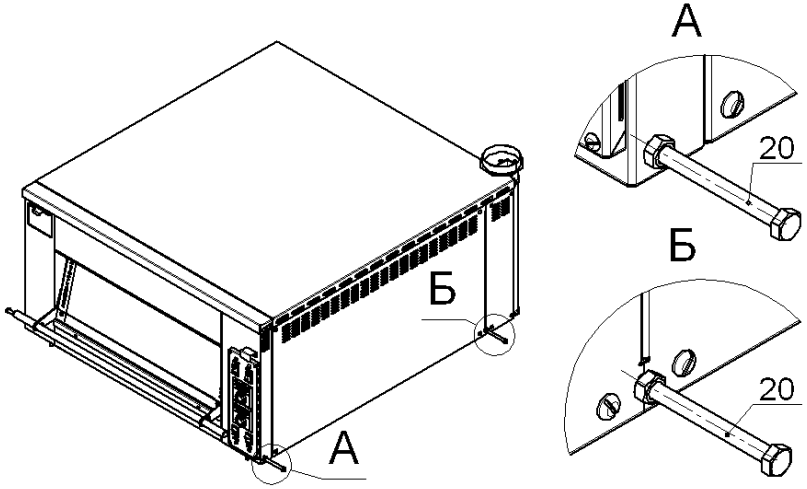

Рис.10
10. Для перемещения и установки печи на подставку, необходимо ввернуть, на 15…20мм болты М8х90 с навёрнутыми гайками (поз.20 из комплекта подставки) в резьбовые отв. на нижних углах печи, законтрить гайки М8, как показано на рис.10 и, берясь за болты ближе к гайкам, перемещать печь.